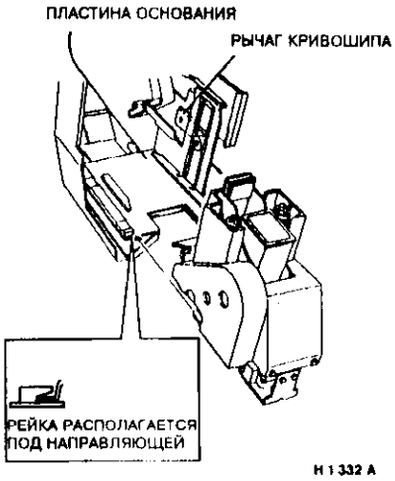

Рисунок 10. Установка узла степлера
10. (Рисунок 10) При сборке держите рычаг кривошипа параллельно пластине основания. Следите за тем, чтобы степлер правильно сел на основание